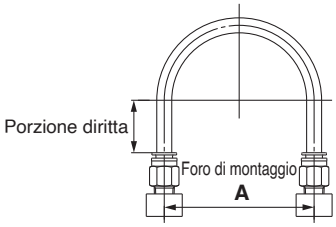

Fig. 1 Configurazione connessione raccomandata
1. Durante il collegamento dei tubi mediante raccordi istantanei, prevedere una lunghezza del tubo di riserva come indicato nella Fig. 1, configurazione connessione raccomandata.